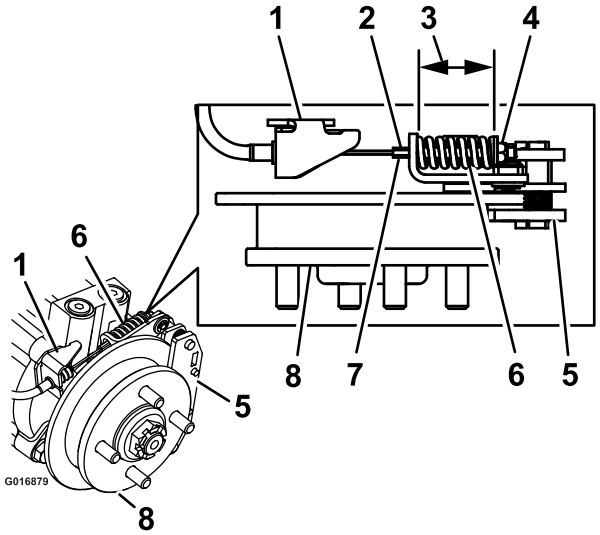

Figuur 68
9. Houd het draaduiteinde vast met een stuk gereedschap en draai de borgmoer losser of vaster tot de lengte van de veer tussen 3,8 en 4,0 cm is, zie (Figuur 68). Zorg ervoor dat de kabel niet draait terwijl de moeren worden losgedraaid.